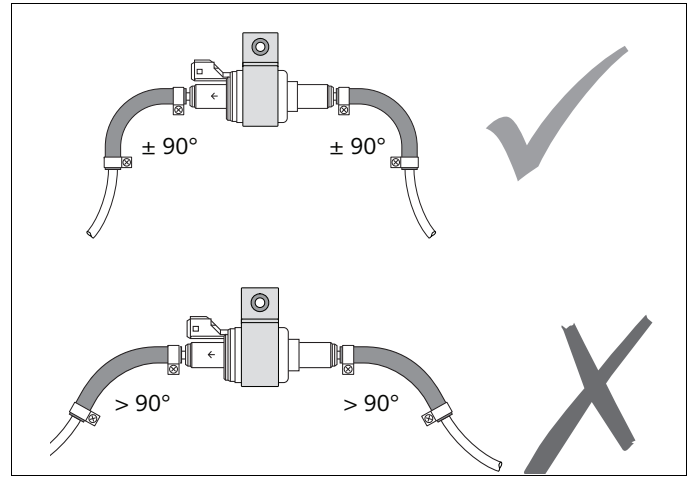

Afb. 24 Brandstofleidingbevestiging
- Leg de brandstofleiding zo, dat de 90° bochten niet gestrekt worden, zie Afb. 24.